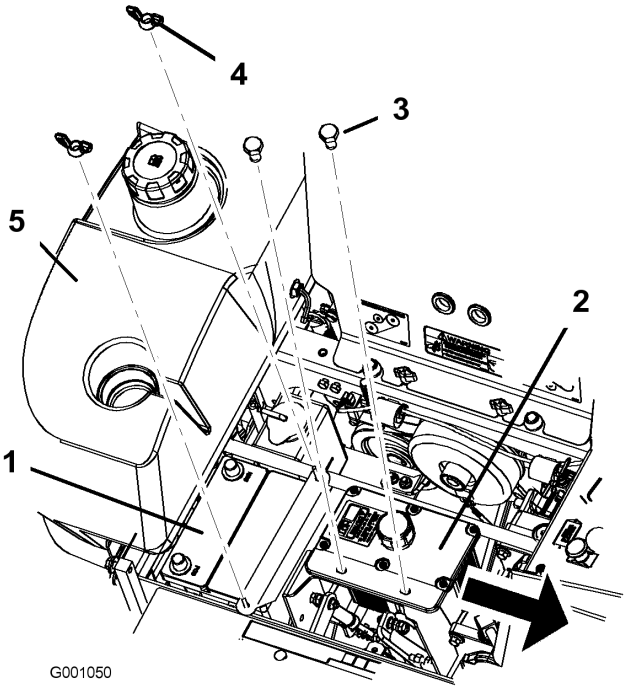

Figure 43
6. Retirez les deux écrous papillons (1/4 pouce) qui fixent la barrette de maintien de la batterie (Figure 43).
7. Retirez les deux boulons de fixation du réservoir hydraulique (Figure 43).
6. Fixez la batterie en position avec des boulons en J, une barrette de maintien et 2 rondelles (1/4 pouce), ainsi que 2 écrous à oreilles (1/4 pouce) (Figure 43).